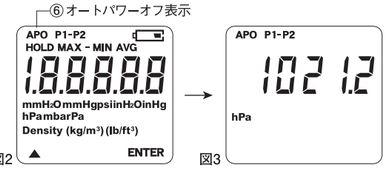
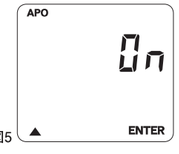

図2　図3
図5
（2）本体の電源を入れます。⏻ボタン⑤を押すと電源が入り、図2が表示された後、図3が表示され測定モードになります。また、電源を切る時は、この⏻ボタン⑤を2秒以上長押しします。
（7）表示部②に図5が表示され、オートパワーオフ機能のON/OFFの切り替えを行います。"On"または"OFF"が表示されている時に、"▲"ボタン③を押すと設定の切り替えができます。"On"または"OFF"を選択して"MODE"ボタン④を押してください。表示部②に図2が表示され図3に切り替わり測定モードに戻ります。
※オートパワーオフ機能を"ON"に設定した場合測定モード中に図2の⑥のように"APO"とオートパワーオフ表示がされます。